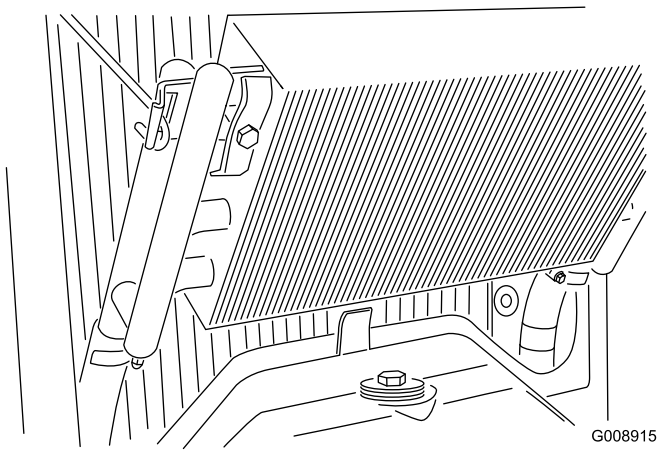

**Figur 67**
4. Løsn oliekøleren, og drej den bagud (Figur 67).